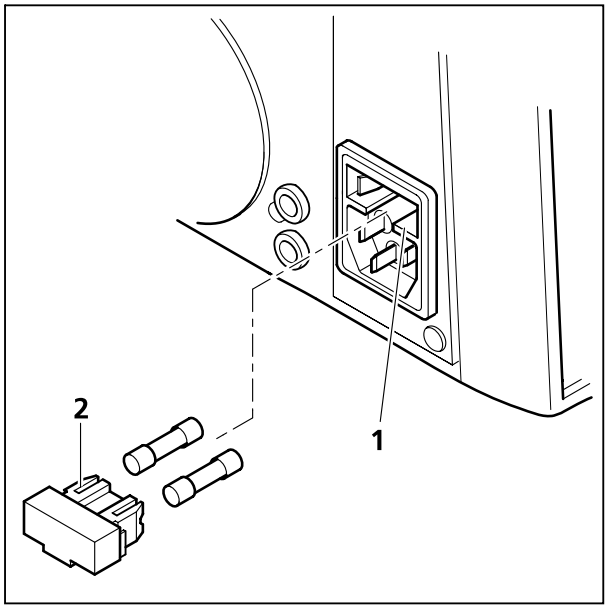

Bild 5-1 Sicherungen im Stativ wechseln
- Sicherungshalter (Bild 5-1/**2**) nach vorn herausziehen. Dazu ggf. einen kleinen Schraubendreher verwenden.
- Sicherungshalter bis zum Anschlag in das Sicherungsfach (Bild 5-1/**1**) einschieben.